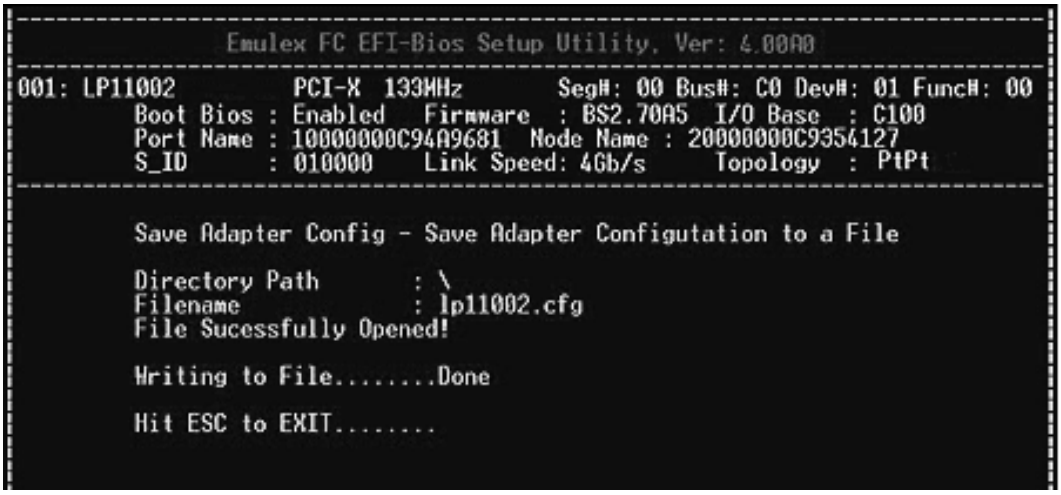

Figure 51: Completed Save Configuration to a File screen
2. After you enter the directory path, you are prompted to enter the file name. Do so, and then press **<Enter>**. The screen shown in Figure 51 displays the status of the save.